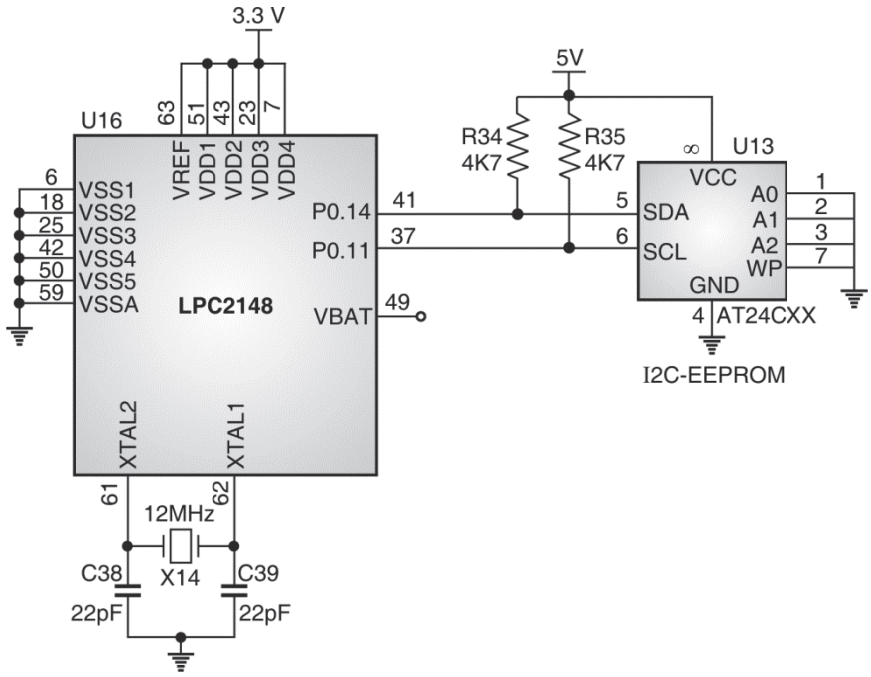

Fig. 4.30.1 : I2C EEPROM interfacing with LPC2148
- It is developed by Phillips and is a synchronous protocol for serial communication. LPC2148 has a I2C port, hence it can be easily interfaced with the I2C EEPROM. Fig. 4.30.1 shows the interfacing of LPC2148 with I2C EEPROM.